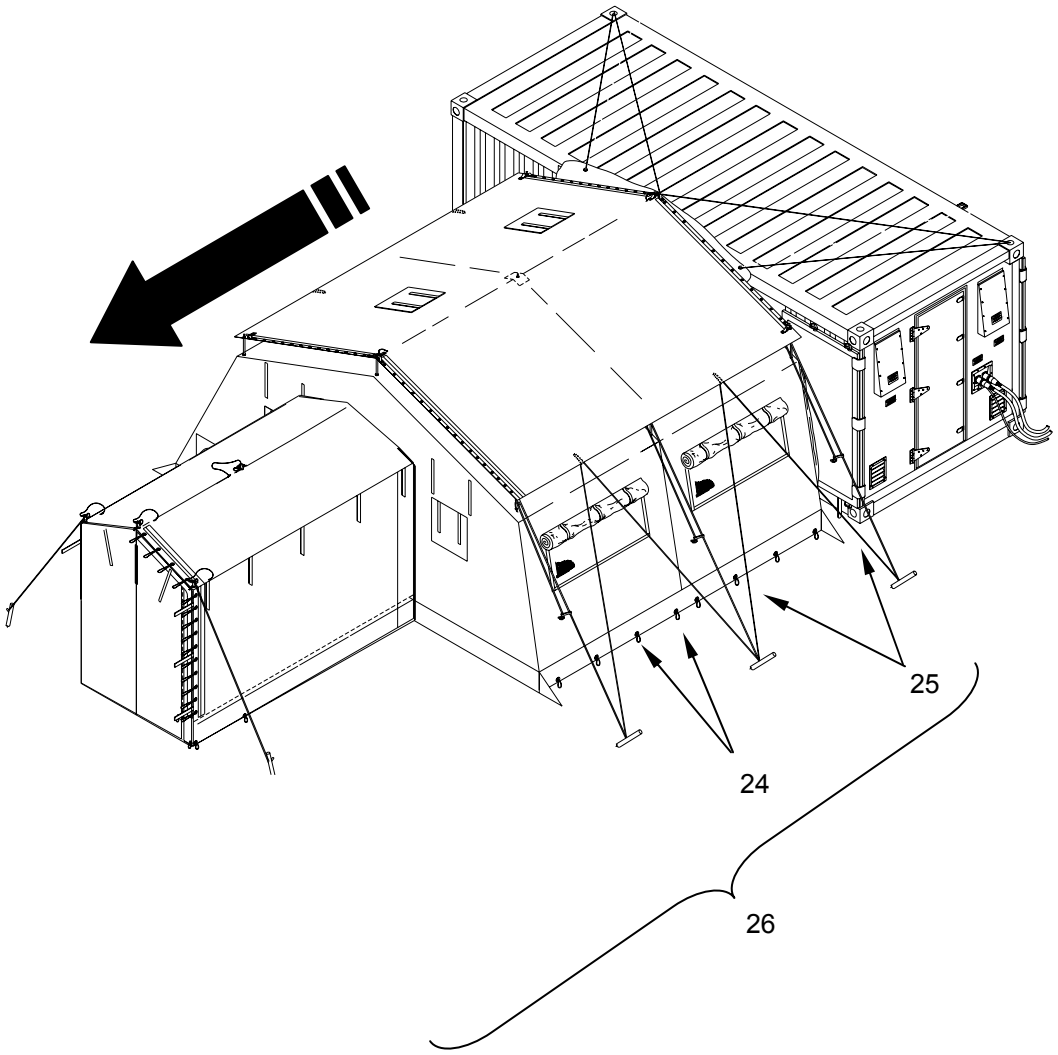

Figure 28. Move TEMPER during NBC Imminent or Actual Attack.
17. Cut (only during imminent attack) TEMPER foot loops **(Figure 28, Item 24)** and guy lines **(Figure 28, Item 25)**.
18. Ensure tables and carts are moved to TEMPER endwall and to center in TEMPER interior, and move TEMPER tent **(Figure 28, Item 26)** away from the CBL a minimum of 6 ft.